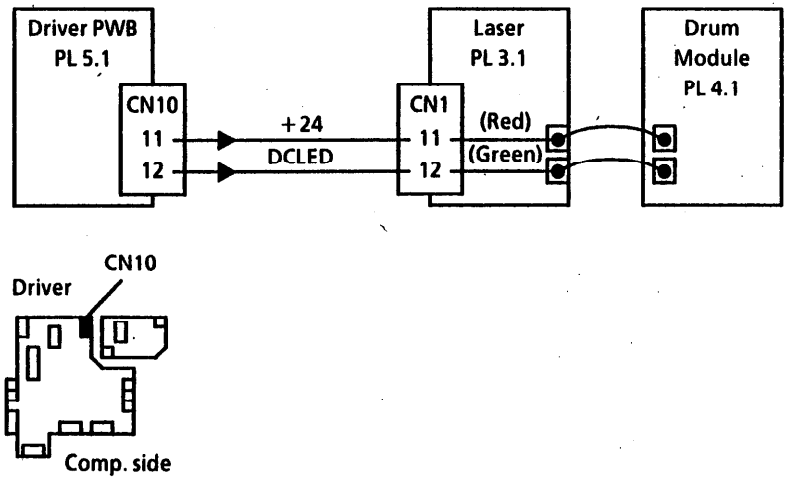

Рис. 1. Лампа разрядки и датчик присутствия барабана
9. Проверьте сигналы питания светодиода разрядки (Рис. 1). Измерьте напряжение между контактами 11 и 12 на разъеме CN10 на драйверной печатной плате.